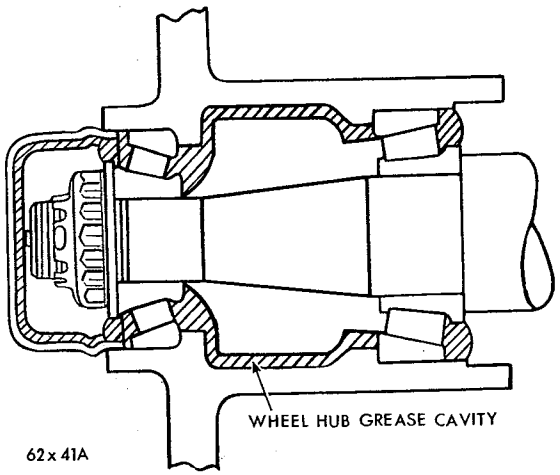

*Fig. 5—Wheel Hub Grease Cavity*
(2) Fill hub grease cavity (Fig. 5) with recommended wheel bearing lubricant. Lubricant should be even with inner diameter of bearing cups.
(3) Force lubricant between bearing cone rollers or repack using a suitable bearing packer.
(4) Install inner cone and a new seal, with lip of seal facing inward. Using Tool C-3893, position seal flush with end of hub. The seal flange may be damaged if tool is not used.
(5) Clean the spindle and apply a light coating of wheel bearing lubricant over the polished surfaces.
(6) Install wheel tire and drum assembly on spindle.
(7) Install outer bearing cone, thrust washer and adjusting nut.